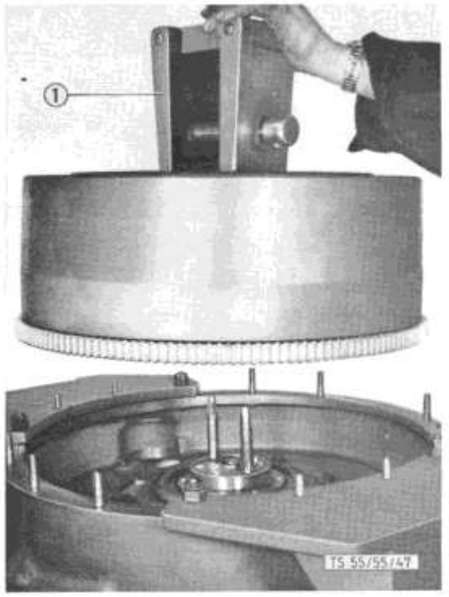

Bild 49: **Vorrichtung zum Aufsetzen und Abheben des Schwungrades**
8. Schwungrad mittels Kranes und Vorrichtung SK 11993 montieren (Bild 49).